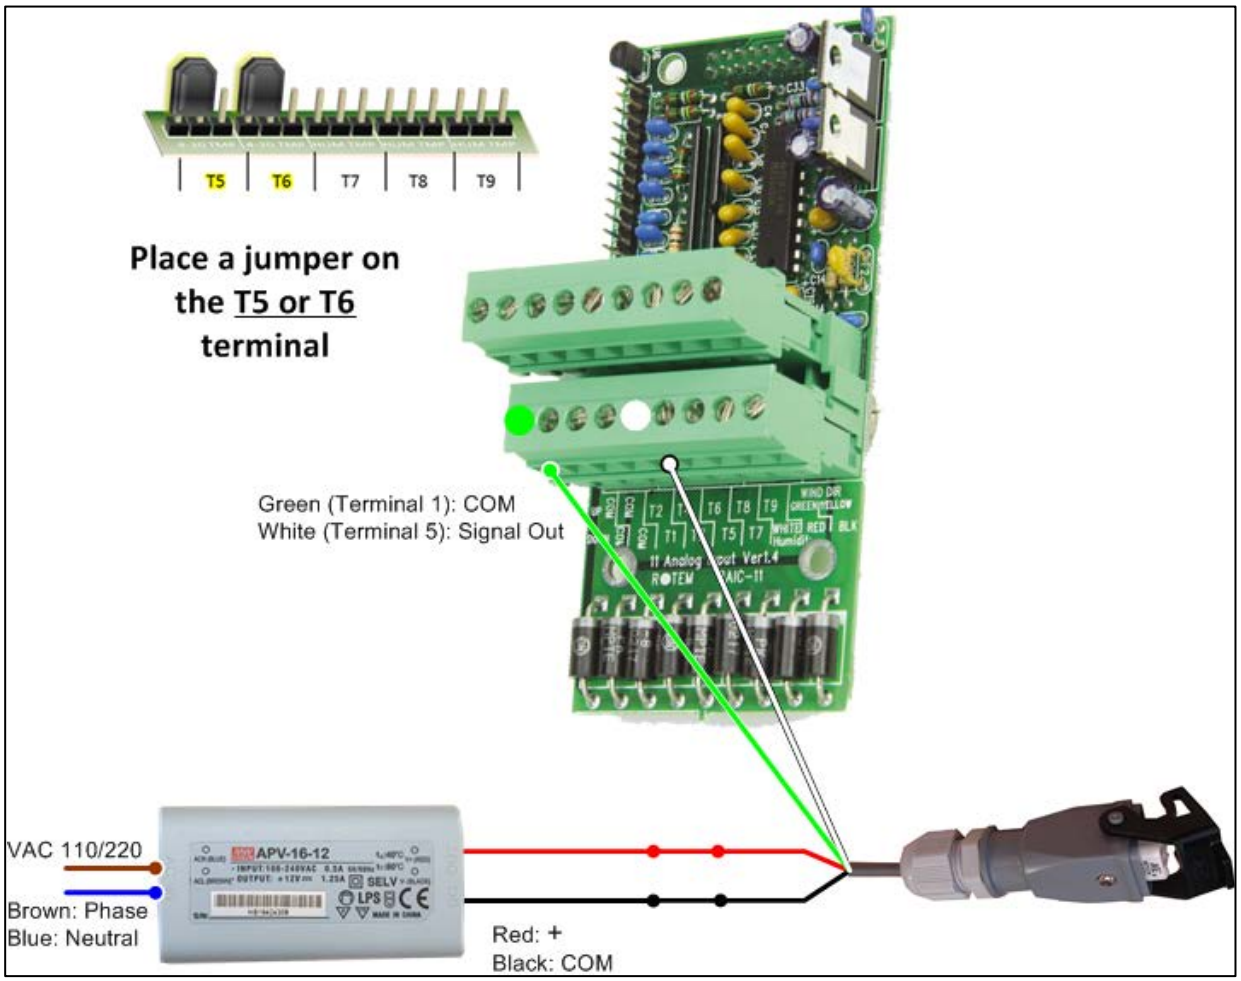

Figure 10: Power Supply Wiring
- Connect the sensor to the Platinum Controller (Figure 10, page 9)
1. Attach the other end of the cable to the power supply and Platinum Analog Input Card as indicated in Figure 10.
Readings are off the scale, even when fresh air is present.	Verify that there is a jumper on the Platinum Analog card, placed on T5 or T6, set for 4 – 20 mA (refer to Figure 10).